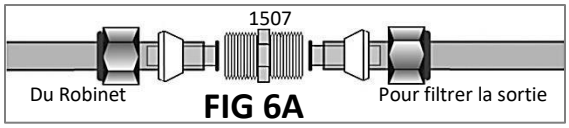

FIG 6A
16. Si votre robinet est muni d'un tuyau droit de 3/8 po, installez un raccord union de 3/8 po (1507) le reliant à l'extrémité ouverte du tube de sortie, comme illustré à la figure 6A. Maintenez le joint à l'aide d'une clé et serrez fermement l'écrou de compression avec une autre clé. **Remarque :** Si le tube du robinet est en cuivre, utilisez plutôt le manchon de compression en laiton.